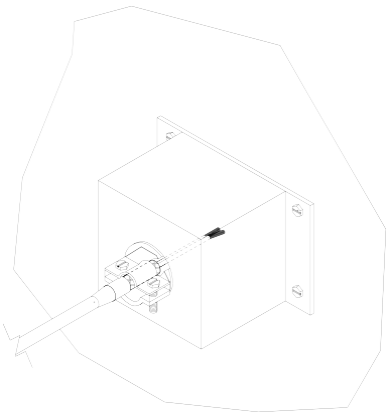

Figure 3.2.6e. Properly Installed Shield Cable
8. Tighten down the cable clamp onto the shielding, as shown in Figure 3.2.6e.